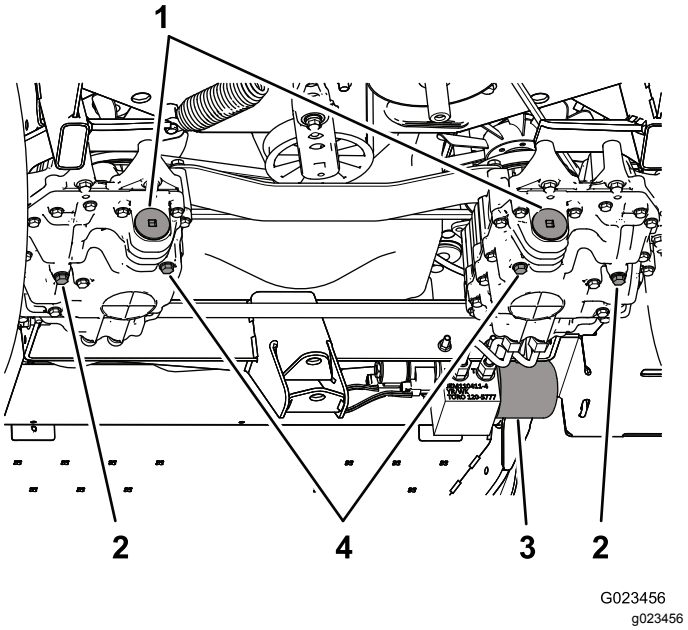

**Рисунок 69**
3. Снимите пробку сливного отверстия на стороне насоса и пробку сливного отверстия на стороне редуктора (Рисунок 69) и дайте маслу полностью стечь.